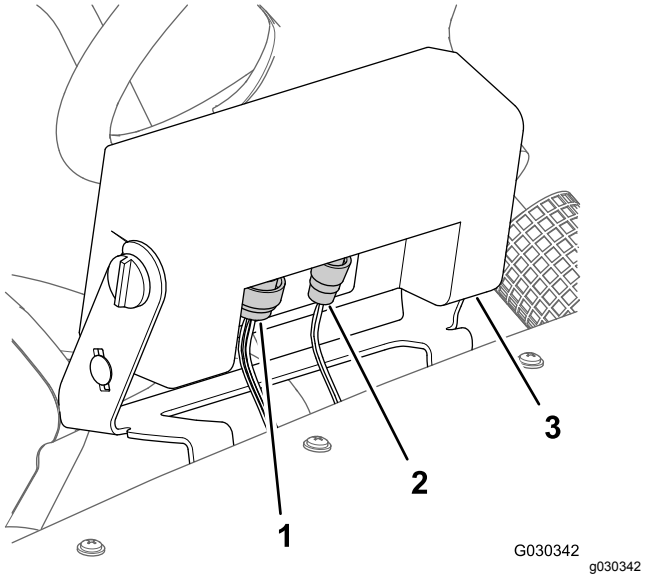

Figur 5
1. Koppla loss maskinkablagets kontakt med tre stift från styrkonsolens kontakt med tre uttag på Pro Control-konsolens framsida (Figur 5).
2. Koppla loss kontakten med 16 uttag från styrkonsolens kontakt med 16 uttag (Figur 5).